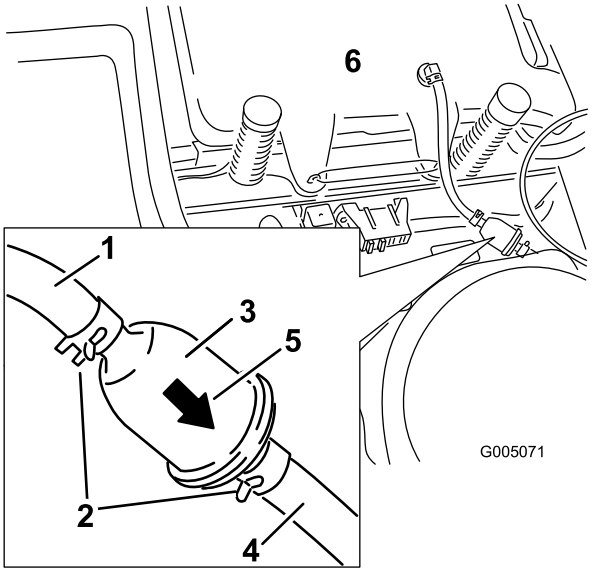

Bild 37
4. Drücken Sie die Enden der Schlauchklemmen zusammen und schieben Sie sie vom Filter weg (Bild 37).
6. Setzen Sie einen neuen Filter ein. Der Pfeil für die Flussrichtung muss vom Kraftstofftank zum Motor zeigen. Schieben Sie die Schlauchklemmen eng an den Filter (Bild 37), um ihn zu befestigen.